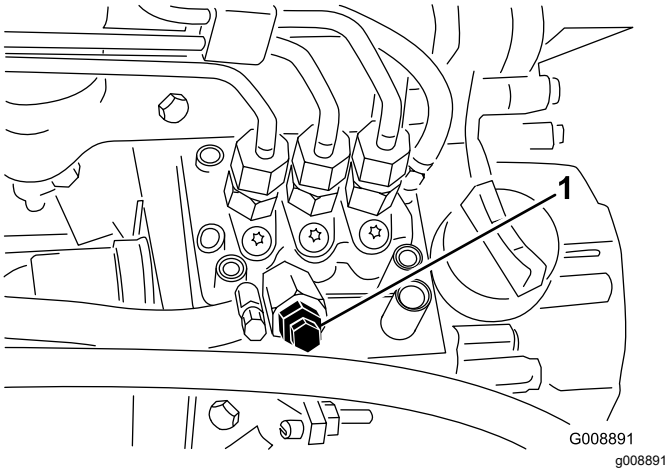

Figuur 36
4. Draai de ontluchtschroef op de brandstofinjectiepomp open (Figuur 36).